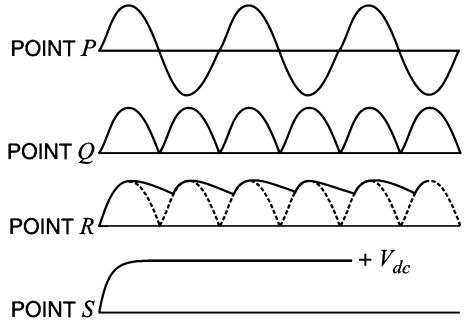

Fig. 17.8
d.c. output voltage (point R). Finally, the zener voltage regulator performs two functions. Firstly, it reduces the variations in the filtered output voltage. Secondly, it keeps the output voltage (V_{out}) nearly constant whether the load current changes or there is change in input a.c. voltage. Fig. 17.8 shows the waveforms at various stages of regulated power supply. Note that bridge rectifier and